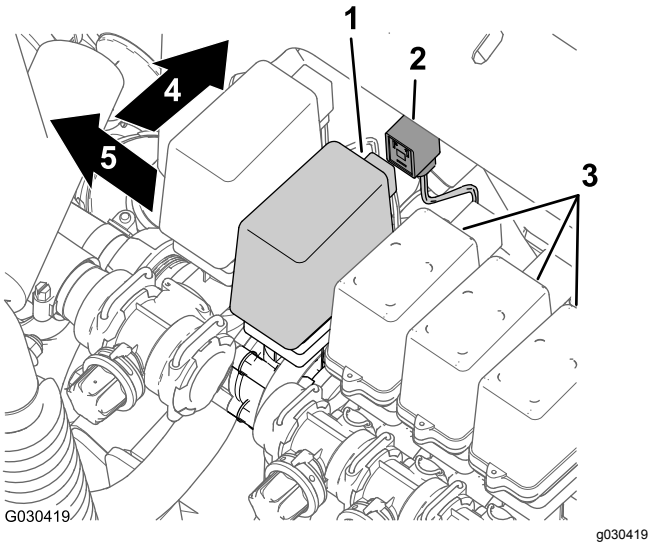

Figur 12
1. Bak på maskinen finner du kontakten med tre sokler i den bakre hovedledningssatsen for maskinen merket EDUCTOR (eduktor) (Figur 12).
2. Fjern eduktorkontakten for hovedledningssatsen fra kontakten med tre blad på eduktorventilen (Figur 12).